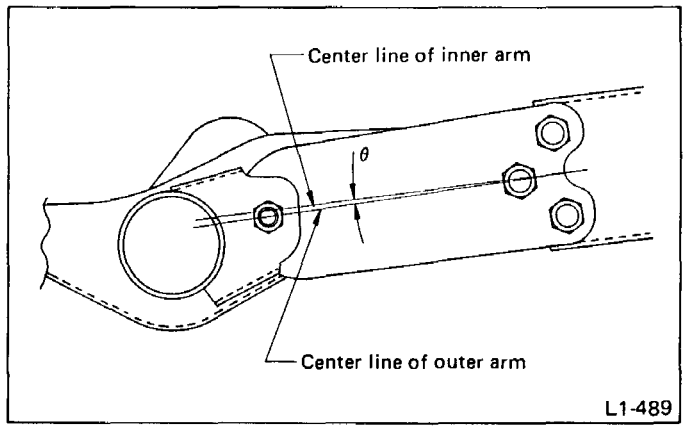

Fig. 27
4) If camber angle is excessive in ⊕ direction, use a piece of wood as a lever and change relative angle between inner arm and outer arm so that angle θ formed by inner arm and outer arm centerlines (Fig. 27) increases. Then, tighten outer arm mounting bolts.